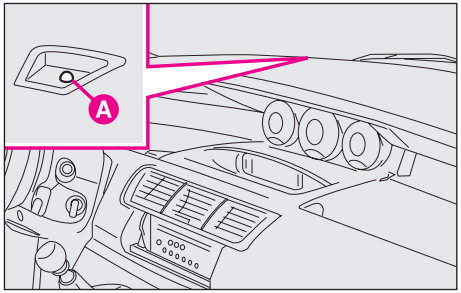
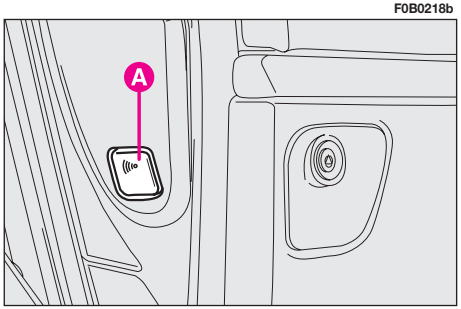

fig. 9
fig. 10
This will be accompanied by the direction indicator flashing and then the red led on the dashboard **A-fig. 9** flashing.
If the alarm system has triggered, led **A-fig. 9** will flash rapidly.
Before turning on the alarm system, press button **A-fig. 10**, which can be reached when the door is open, and red led **A-fig. 9**, placed on the instrument panel, will light up.
Press the button **A-fig. 9** again to return to the normal external and internal protection mode.
– within 10 seconds, from when the siren sounds, turn the ignition key to **M** and then press button **A-fig. 10**. The siren will be switched off.